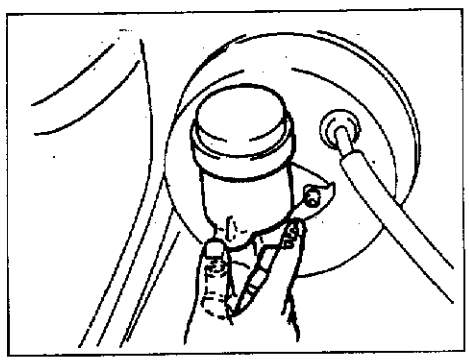

图 5－2－6
③由另一个人用手指堵住主泵的出油口，如图 5－2－6 所示。
④在出油口仍处于关闭的状态下，放开制动踏板。
⑤重复②～④步骤 3～4 次，使制动液进入主泵内。